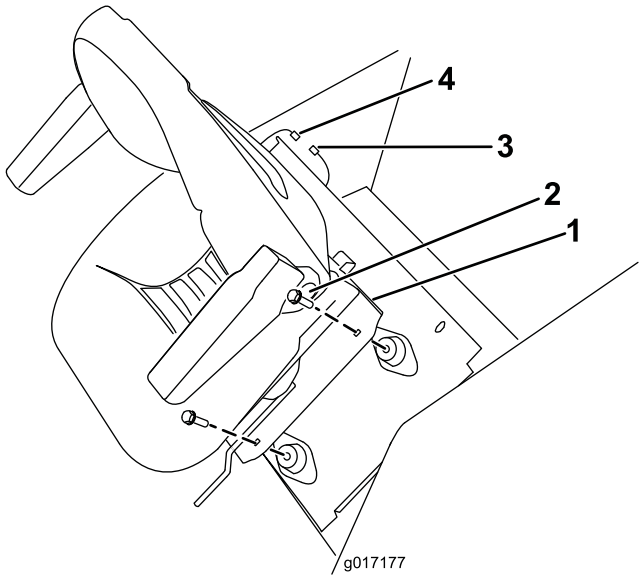

Figura 7
6. Fissate la base del sedile alla piastra di montaggio del sedile con i fermi rimossi in precedenza (Figura 7).
7. Collegate il cablaggio elettrico al connettore del cavo del sedile (Figura 7).